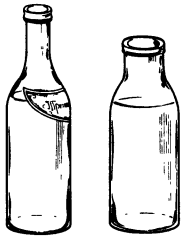

Рис. 171
63. Перед вами посуда (рис. 171). Почему у бутылки с водой горлышко у́же, чем у бутылки с молоком?